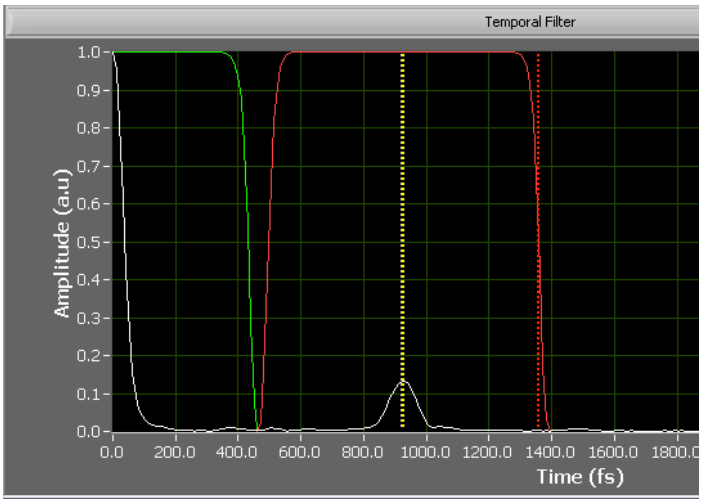

Figure 5.21: Numerical filter settings
• **Filter Tau(fs) and fwhm(fs)** indicate the values of the cursors settings in the Temporal Filter graph. (figure 5.21)